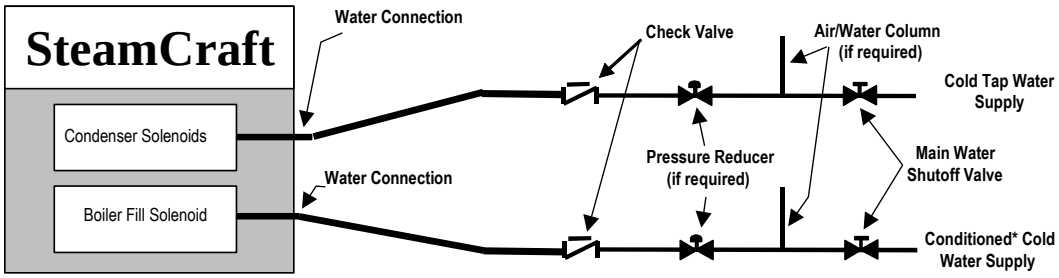

Figure 3-4 Cleveland Range Separate Water Supply Arrangement
d. If the water supply fails to meet the requirements shown in the Warranty, then use the Separate Feed Water Supply Arrangement shown in Figure 3-4.